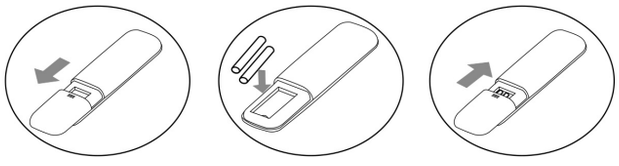

Fig.1 Fig.2 Fig.3
- Open the battery compartment by sliding the door outwards (see the direction of the arrow in fig.1).